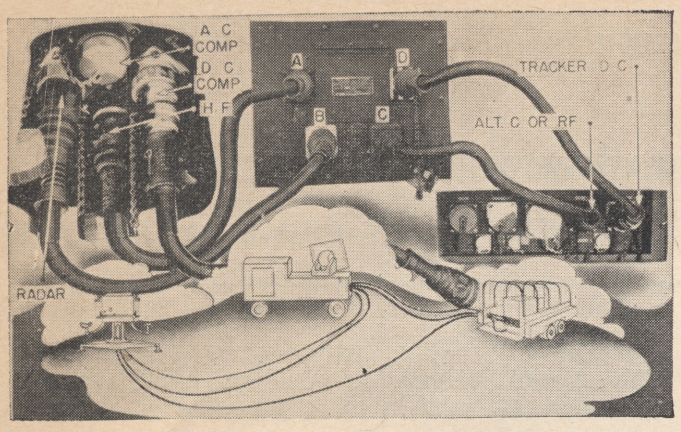
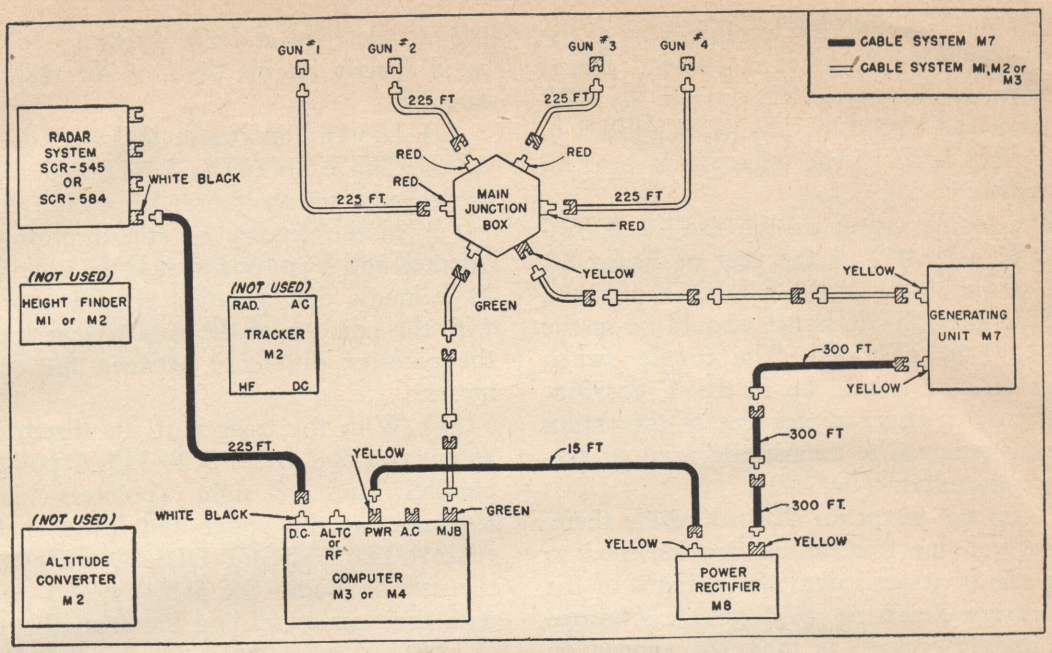

Figure 118. Cabling with Director M–9.
Figure 119. Method II, cabling with Director M–9.
(2) *With Director M-9.* (*a*) Figure 118 shows the recommended cabling set-up for Radio Set SCR–545–A with Director M-9. The A (black) receptacle on the radar connects to the HF (black) receptacle on the tracker of the director. The B (white) receptacle on the radar connects to the RAD (white) receptacle on the tracker of the director. The C (blue) receptacle on the radar connects to the RF (blue) receptacle on the computer of the director. The D (black-
(*b*) It is possible to receive complete data at the director without setting up and connecting the tracker. This would be accomplished by merely connecting cable D (black-white) from the DATA JUNCTION BOX to the DC (black-white) receptacle on the computer (fig. 119) setting the DATA SELECTOR switch (fig. 85) at M-9 and the toggle switch (fig. 85) at LOCAL. Under normal conditions, however, the complete cabling shown in figure 118 is used.
(*c*) The recommended method in (*a*) above is merely a combination of method I and method II shown in figures 119 and 120 which are described in FM 4–138, and is more flexible than either one separately.